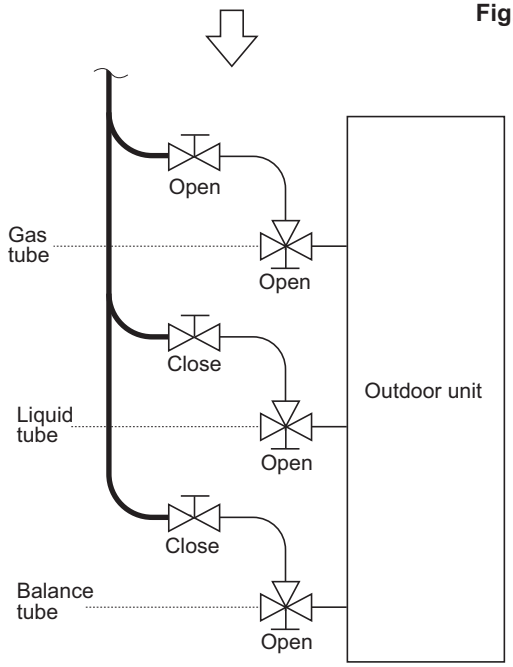

Fig. 2-327
- If the additional refrigerant charge amount cannot be charged at once, charge the remaining refrigerant in liquid form by using the gas tube service valve with the system in cooling operation mode at the time of test run. (Fig. 2-327)